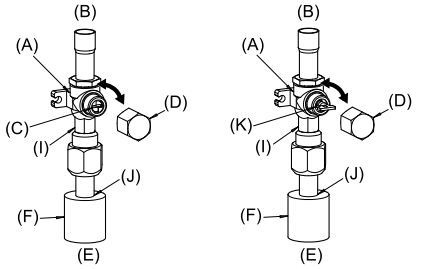

Fig. 4-5
(1) Gasseite von RP100-140 (Fig. 4-5)